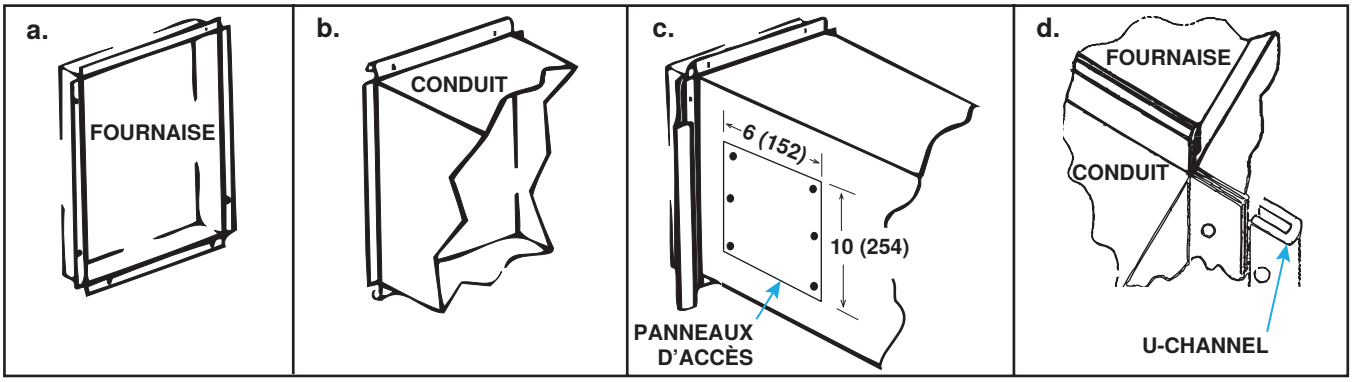

Figure 5. Raccordement des conduits à la fournaise
- **Raccordement horizontal du conduit d'alimentation en air au la fournaise :** Branchez le conduit au la fournaise conformément aux étapes suivantes illustrées à la **Figure 5** :
- **Panneaux d'accès :** Les conduits doivent être dotés de panneaux d'accès (voir **Figure 5**) du côté en amont et du côté en aval de l'appareil de chauffage. Les ouvertures doivent être accessibles lorsque l'appareil de chauffage est en marche et doivent avoir au moins 6 × 10 pouces (152 × 254 mm) pour permettre à la fumée ou à la lumière réfléchie d'être observée en cas de fuite de l'échangeur d'air. Attachez les panneaux de manière à éviter les pertes de chaleur.